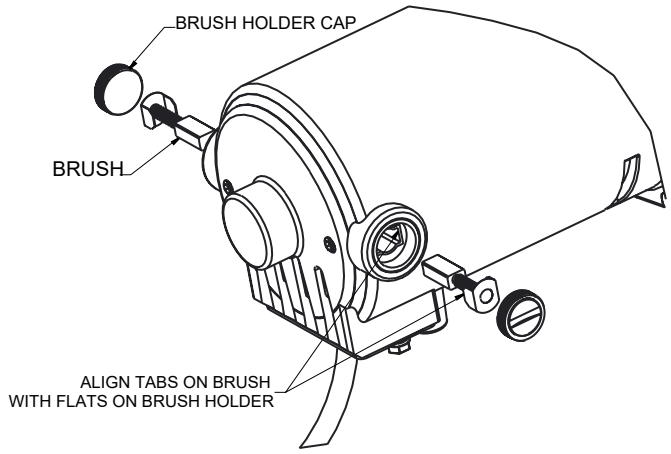
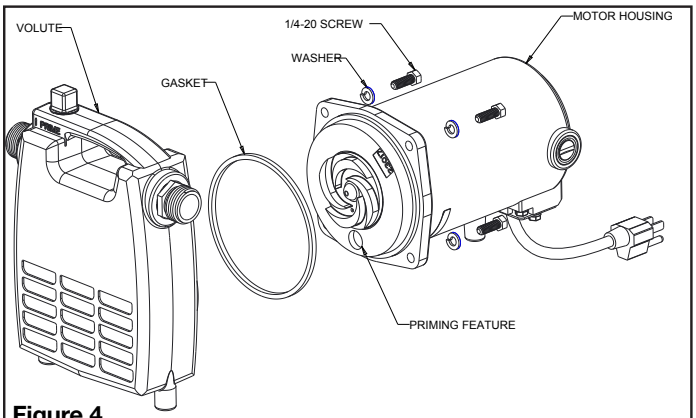

Figure 3
Figure 4
4) Replace brushes, make sure springs do not pinch during assembly. Align/center tabs on the back of the brush spring with the flats on the brush hlder. REF. fig3.
3. Remove brush holder caps and brushes (make note of which side of the pump the brush was in also the orientation of the brush as you will want to put them back the same way they came out.) Ref fig.3. Remove the (4) ¼-20 screws and lock washers holding the volute to the motor housing. Ref fig.4
14. Replace the brushes and caps, make sure to put them back in the same way they came out. Make sure the springs do not pinch during assembly and align/center the tabs on the back of the brush spring with the flats on the brush holder. Ref. fig.3